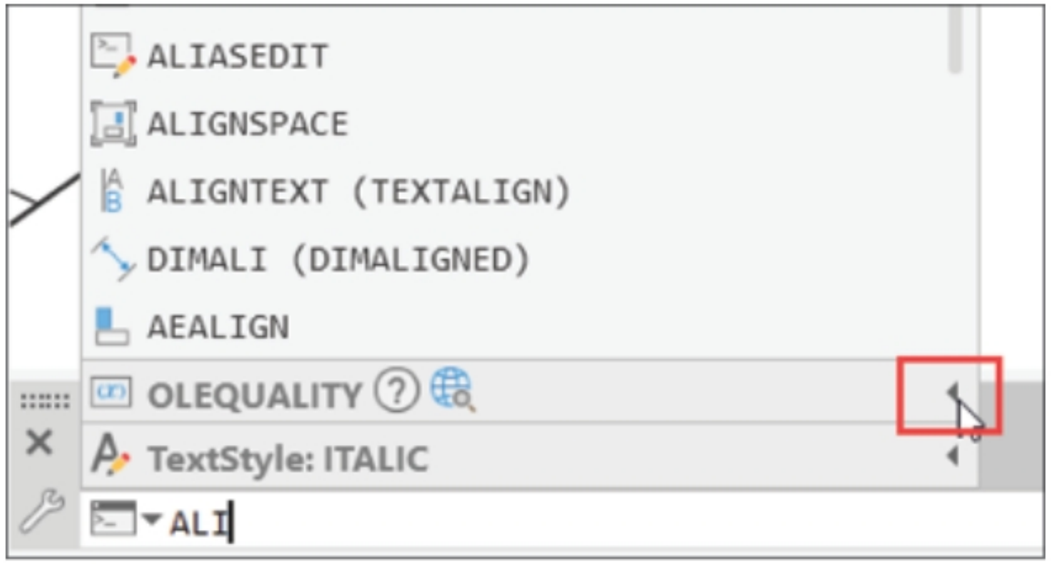
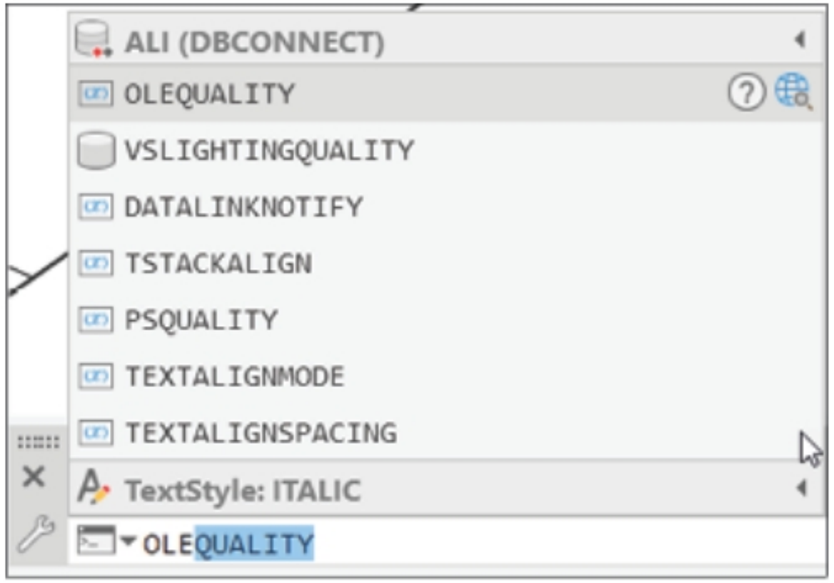

Figure-67. Variables
Figure-68. List of variables
- Click on the < sign next to the variables tile in the box; refer to Figure-67. The list of variables related to the specified alphabets will be displayed; refer to Figure-68.